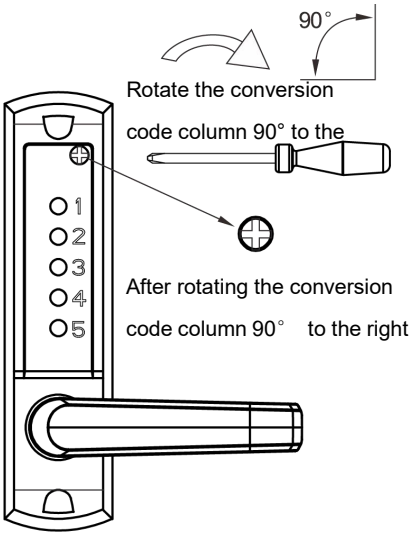
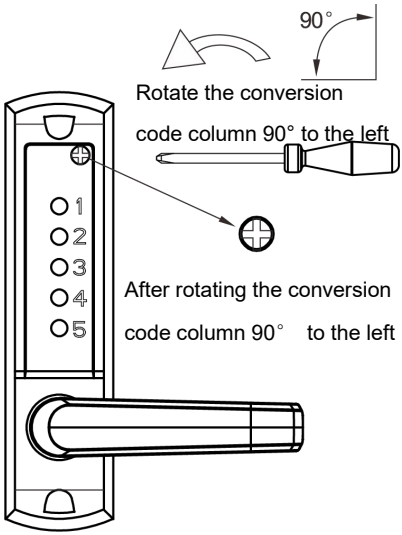

FIG1
FIG2
3) Enter the original password 123 or the old password, then use a screwdriver to rotate the code column 90 degrees to the right, and then lift the handle to clear the old password (as shown in Figure 1). Enter the new password you want to set, and finally use a Phillips screwdriver to rotate the code column 90 degrees to the left, and then press the handle down to complete the setting (as shown in Figure 2)